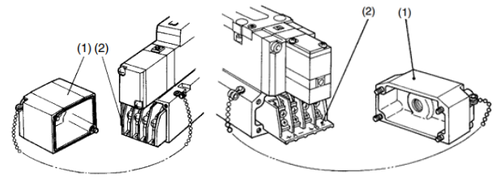

Abbildung 11. Elektrischer Anschluss (Klemmenkasten)
- Siehe Abb. 11: Entfernen Sie die Abdeckung (1), die Klemmenleiste (2) ist an der Innenseite des Gehäuses angebracht.
- Bei einem Ventil mit Betriebsanzeige und Schutzbeschaltung ziehen Sie die Leiterplatte (3) für die Betriebsanzeige/Schutzbeschaltung gerade heraus, bevor Sie die Verdrahtung anschließen.